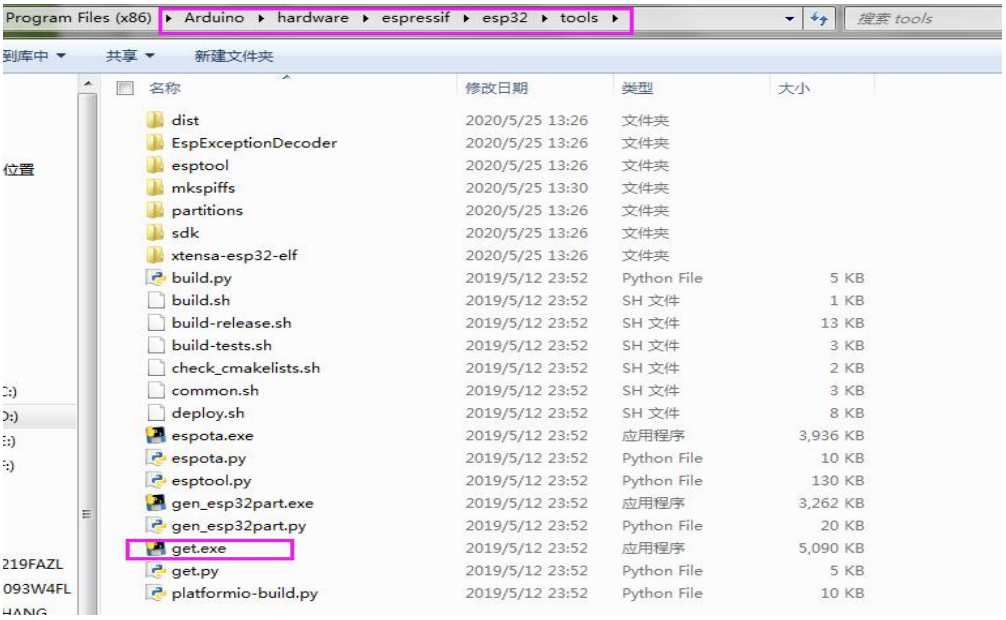

Figure 8 : Run the "get.exe" file
3) Run "get.exe" in esp32/tools(the premise is that the python plug-in is installed.) as shown in Figure 8.